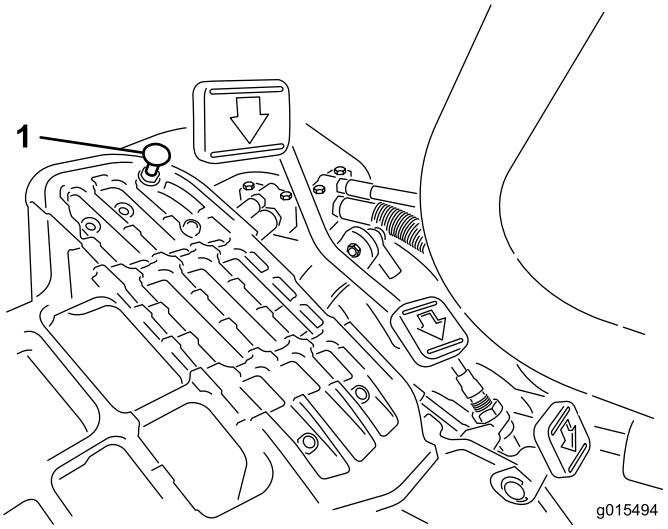

**Figur 48**
Tryk traktionspedalen ned. Hvis pedalen når stoppet (Figur 48), før stramning mærkes på kablet, er det nødvendigt med justering:
1. Løsn de låsemøtrikker på flangehovedet, der fastgør pedalstoppet til gulvpladen (Figur 48).